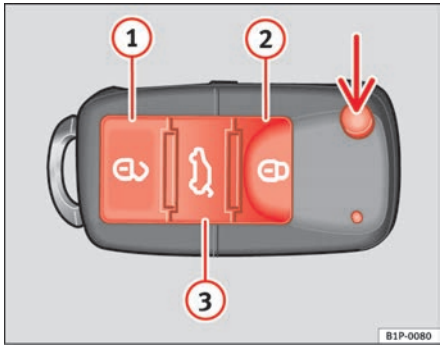

Fig. 43 Assignment of buttons on the remote control key
Using the button ⇒ fig. 43 (arrow) on the control, the key shaft is released.
Unlocking the vehicle ⇒ fig. 43 (1).
Unlocking the tailgate. Press button ⇒ fig. 43 (3) until all the indicators on the vehicle flash briefly. When the unlocking button (3) is pressed, you have 2 minutes to open the door. Once this time has passed, it will lock once more.
To change the locking / unlocking status, press the button or the button (1) ⇒ page 75, fig. 43 on the remote control key.